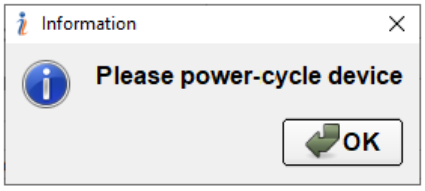

Fig. 14.6.
**Note:** Some devices require a manual power-cycle after a firmware update. In such case, the window shown in Fig. 14.6 appears on the screen.